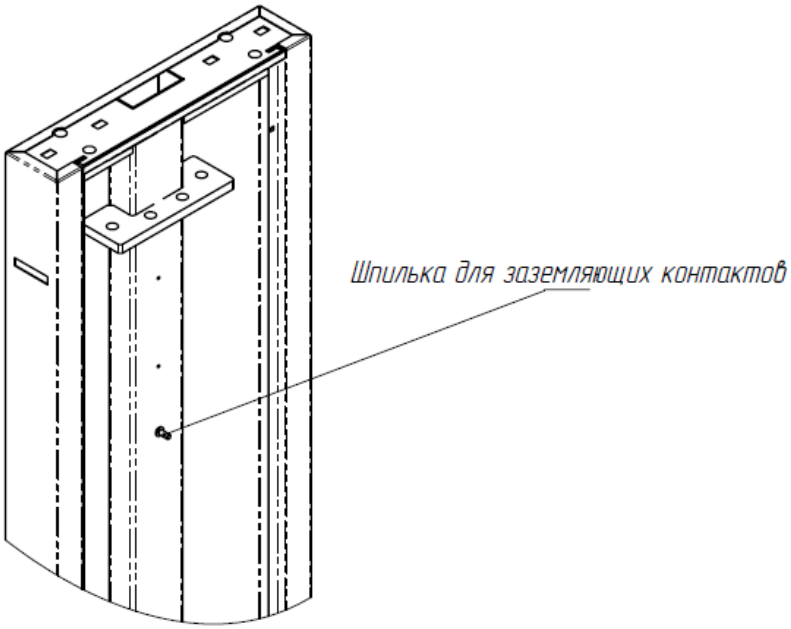

Рисунок 19 – Расположение шпилек в стойке
- на каркасе стойки (Рисунок 19)